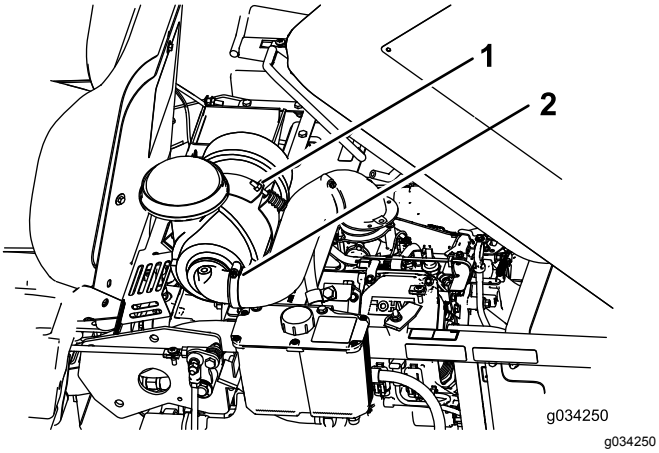

Figur 30
2. Løsne bolten som fester luftrenseren (Figur 30).
3. Løsne klemmen som fester slangen, og fjern luftrenseren (Figur 30).